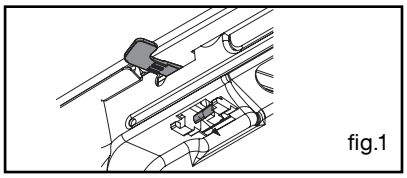

fig.1
- Trykk på tappen under ovnens overside til systemet klikker på plass, og lukk så døren (fig.1).
• Slik at ovnen blir mer stabil, fest den i innredningen med 2 skruer som skrus inn i hullene på sidefestene (fig. 1).